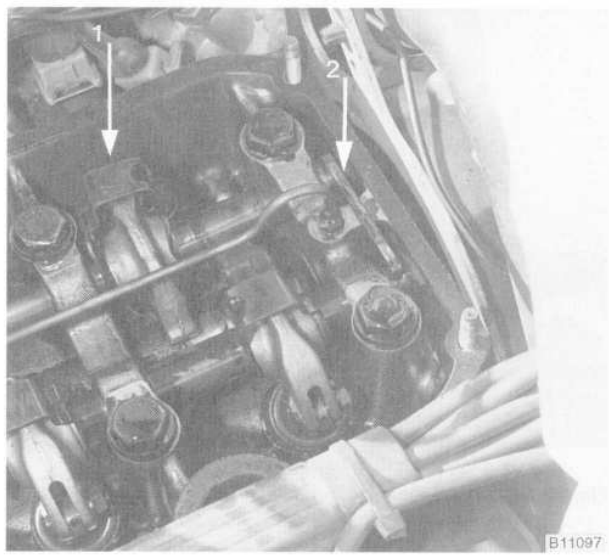

Fig. 19. Rocker arm retainer (**1**) and rocker arm shaft guide plate (**2**). Note how guide plate fits into notch in rocker arms shafts.
5. Remove the rocker arm retainers by lifting them straight off. Note that the straight leg of the clamp fits into the slot in the rocker arm shaft. Lift out the rocker arm shaft guide plate. See Fig. 19.